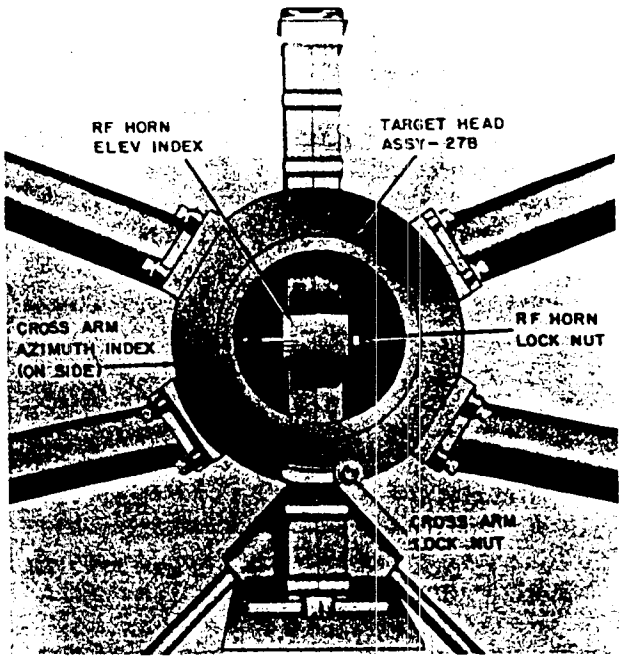

*Figure 224. Target adjustments.*
*f. Adjusting Targethead Assembly* (fig. 224).
(1) Azimuth Adjustment. Before the mast is erected, the target arms and the rf horn must be adjusted so that they can be alined with the two tracking antennas. The tracking radars need not be leveled and the sighting telescopes adjusted.